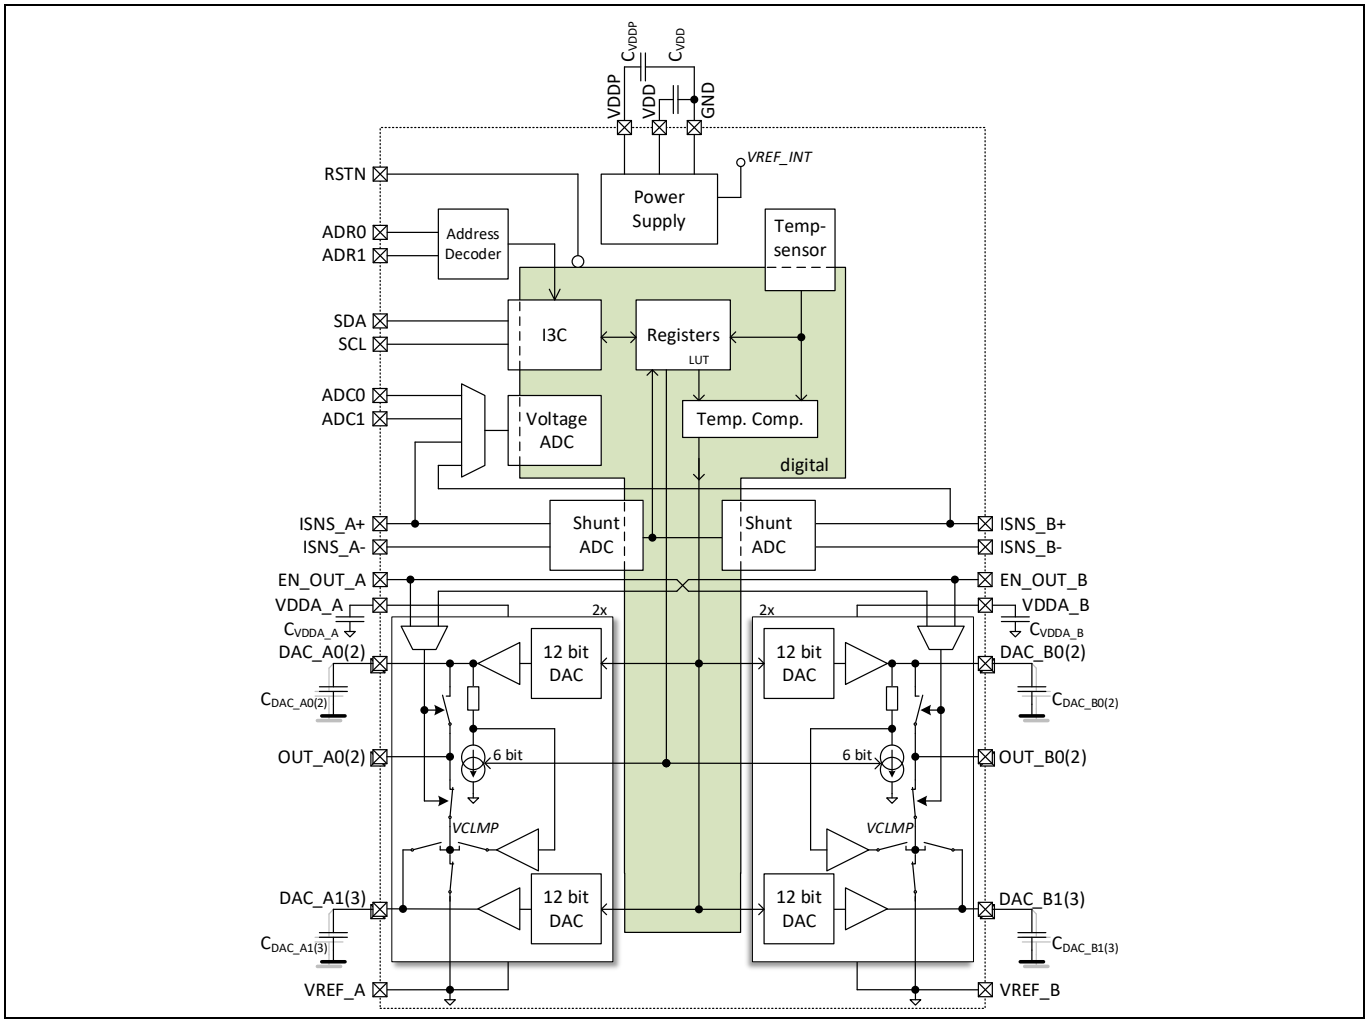
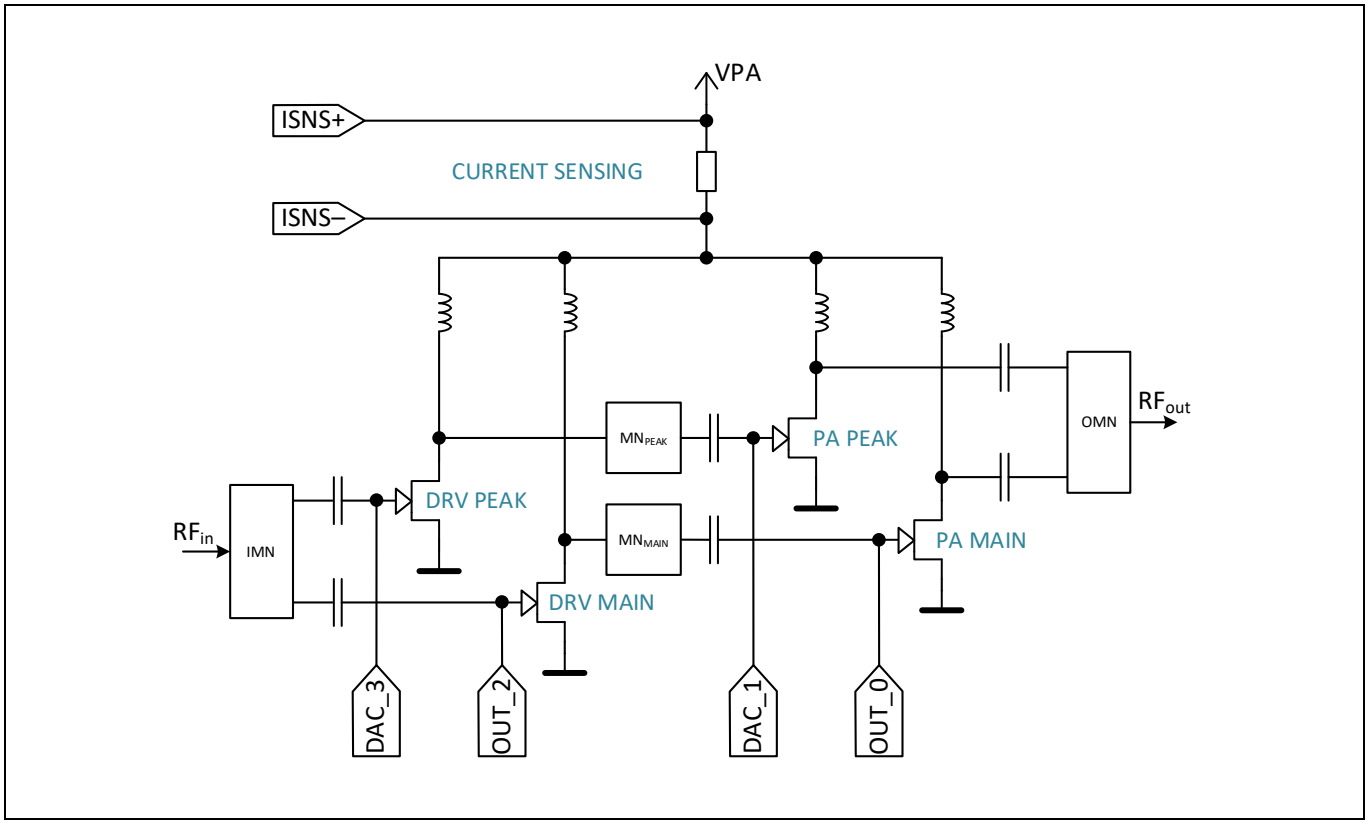

Figure 1 Functional Block Diagram
Figure 2 Typical Power Amplifier application circuit
The BGMC1210 is a bias and control IC for Power Amplifiers (PA) that operate with negative Gate-Source voltages (e.g. GaN) and/or positive Gate-Source voltages (e.g. LDMOS). The BGMC1210 supports up to 2 PAs with 4 DAC outputs per each side of the IC. DACs have a resolution of 12 Bit each, supplied by an internal reference voltage and buffered by an amplifier providing up to 50mA driving current. Block diagram of the BGMC1210 is shown in Figure 1 and simplified typical PA application circuit is shown in Figure 2. The ranges and output voltages can be programmed via an I3C interface, which is backward compatible with I^2C. The DACs are separated into two groups A and B, which can support independent output voltage ranges. Supported output voltage ranges are 0…7 V and 0…3.5 V, which can be offset into negative voltage domain depending on the selected DAC supply voltage for corresponding group at pins VREF_A/VREF_B and VDDA_A/VDDA_B. Thus, four DACs can support positive voltage range of 0…+7V or 0…+3.5V, whereas the other group of four DACs can support negative voltage range of -7…0V or -3.5…0V (or any range in between defined by lower DAC supply voltage at pins VREF_A/VREF_B, such as e.g. -6…+1). On top of that there is an OFFSET parameter, which allows to shift the voltage within the supply range.